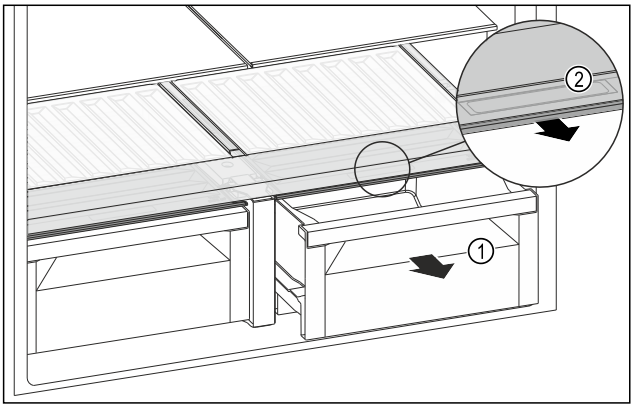

Fig. 138
▶ Extrageți sertarul *Fig. 138 (1)*.
▶ Prindeți mânerul încastrat *Fig. 138 (2)* de la capacul compartimentului și trageți concomitent capacul compartimentului spre partea frontală.